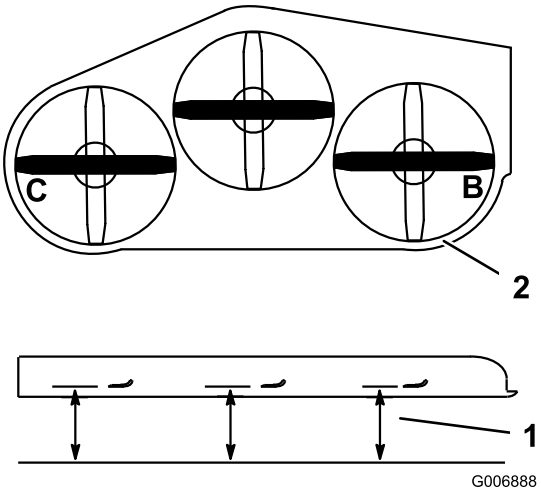

**Figur 73**
1. Placer **højre** skærekniv side til side (Figur 73).
2. Mål den højre kniv ved punktet **B** fra en plan overflade til knivspidsens skarpe kant (Figur 73).
4. Placer venstre skærekniv side til side (Figur 73).
5. Mål den venstre kniv ved punktet **C** (Figur 73) fra en plan overflade til knivspidsens skarpe kant.